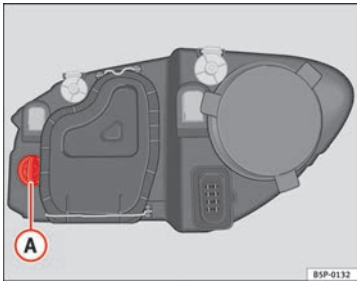

Fig. 185 Lampada luce indicatore di direzione
– Ruotare il portalampada ⇒ fig. 185 Ⓐ verso sinistra e tirare.